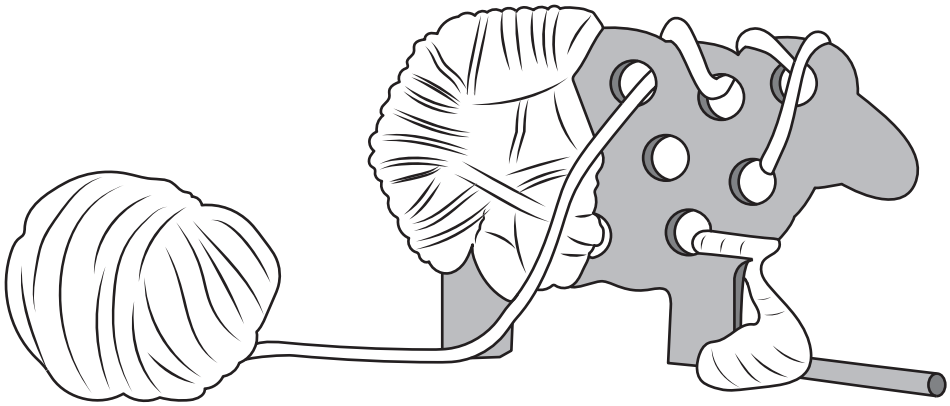

**Figure 2**
**2** Figure 2 shows a wooden sheep that is being threaded with a yarn.
(a) Name **one** specific animal fibre that can be used to make the yarn being threaded in Figure 2.